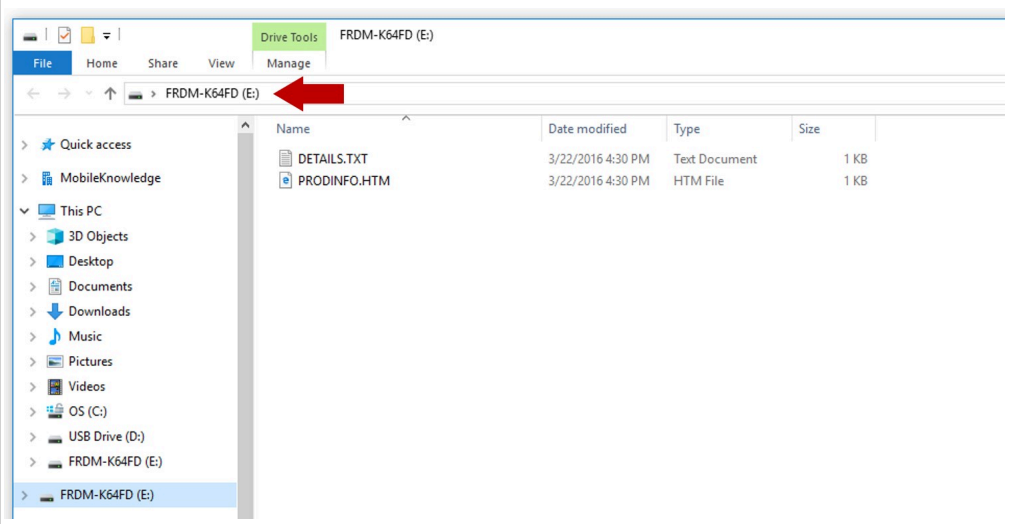

Figure 56. FRDM-K64F drive
2. When you plug the board, your laptop should recognize the board as an external drive as shown in Figure 56: